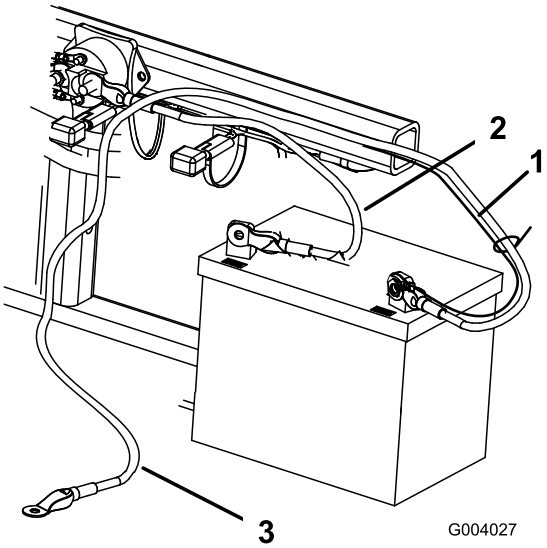

Figur 5
2. Fäst pluskabeln (röd) vid pluspolen (+) med en bult och låsmutter på 1/4 x 5/8 tum (Figur 5).
3. Fäst den lilla svarta kabeln och minuskabeln (svart) vid batteriets minuspol (–) med en bult (1/4 x 5/8 tum) och en låsmutter (1/4 tum) (Figur 5).